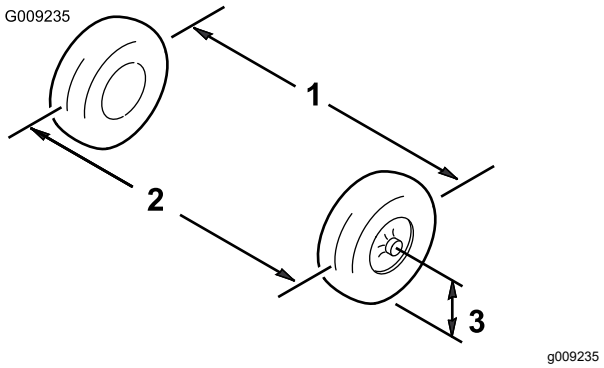

**Figur 56**
1. Mål avstanden mellom begge forhjulene ved akselhøyde, både foran og bak på forhjulene (Figur 56).